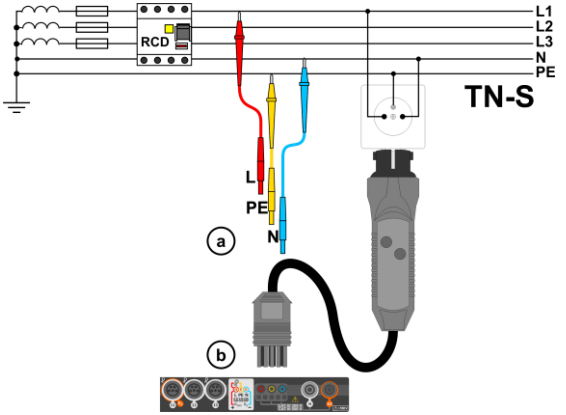
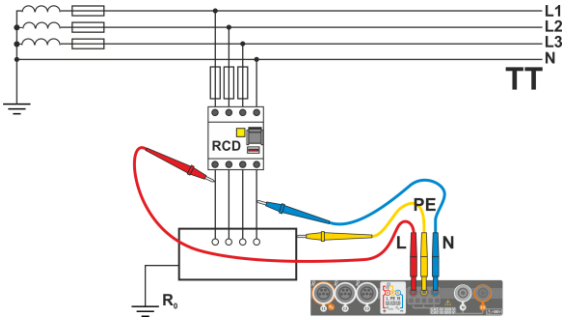
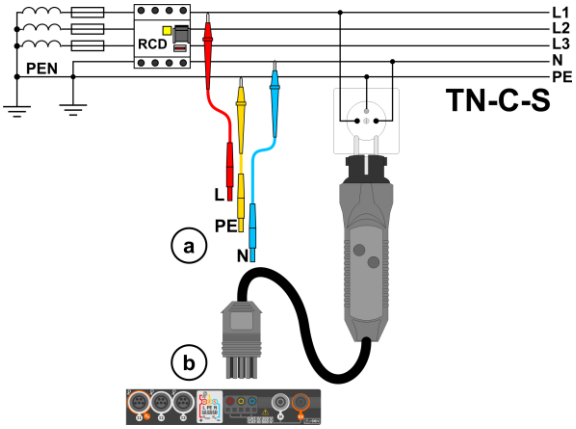

Fig. 3.3 Misura su sistemi TN-S
Fig. 3.4 Misura su sistemi TT
Fig. 3.5 Misura su sistemi TN-C-S
(1) Connetti i cavi di prova secondo **Fig. 3.3**, **Fig. 3.4** o **Fig. 3.5**.